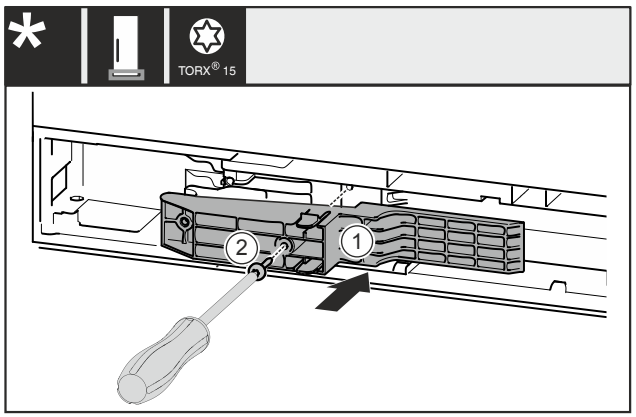

Fig. 52 *
▶ 将把手侧的适配件 *Fig. 52 (1)*插入凹槽。*
▶ 将螺钉 *Fig. 52 (2)*用螺丝刀拧紧。*